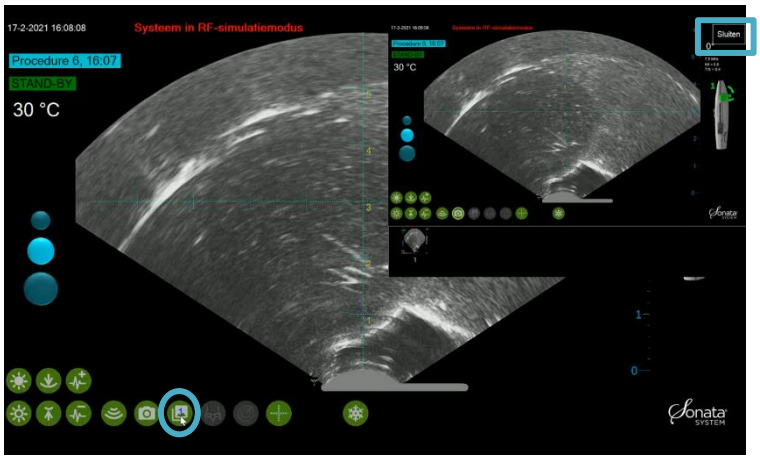

Afbeelding 6-15. Beoordeling beelden.
- Het pictogram 'Beoordeling beelden' verandert van grijs in groen. Het aantal opgeslagen stilstaande beelden wordt links onderaan weergegeven in het pictogram 'Beoordeling beelden' ; zie afbeelding 6-15.
Het venster ‘Beoordeling beelden’ wordt in de rechterbovenhoek van het echografiedisplay weergegeven. Selecteer uit de miniatuurafbeeldingen het beeld dat moet worden weergegeven; zie afbeelding 6-15.
- Tik op het venster ‘Beoordeling beelden sluiten’ wanneer u klaar bent met het beoordelen van beelden; zie afbeelding 6-15.